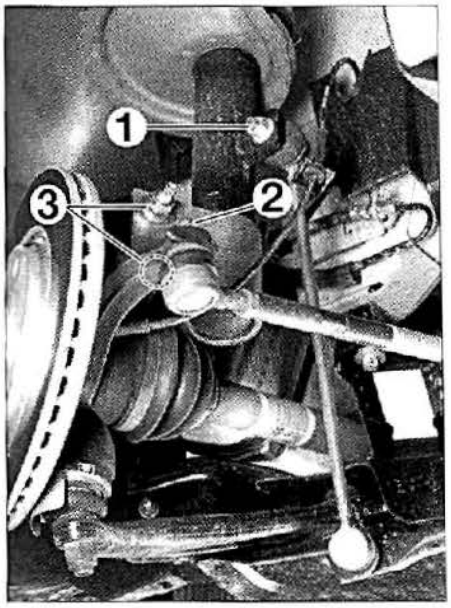

FIG. 1
• Desmontar la tuerca (1) **(fig. 1).**
• Desmontar la tuerca (2).
• Separar la rótula de dirección (con el extractor ref. 1892-T).
• Desmontar los tornillos (3) (fijación del elemento de suspensión en la mangueta).